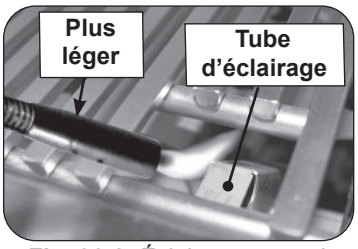

Fig. 36-2 Éclairage manuel via un tube d'éclairage
2. Passez un allumeur brûlant de butane de long-baril ou une allumette brûlante de long-tige dans la grille à cuire s'ouvrant au dessus du tube d'éclairage. (Fig. 36-2). Pour les brûleurs arrière, les brûleurs à haute puissance ou les brûleurs infrarouges, maintenez la flamme contre la surface du brûleur arrière/du brûleur à haute puissance/ du brûleur infrarouge.